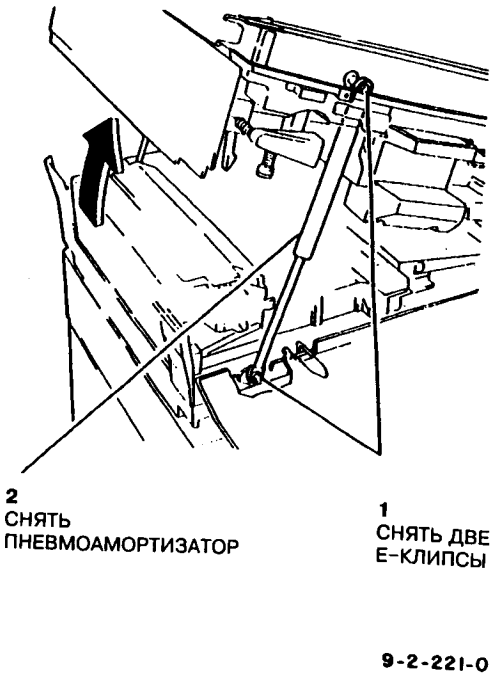

Рис.2 Снятие переднего пневмоамортизатора
4. Снять пневмоамортизатор (рис.2).